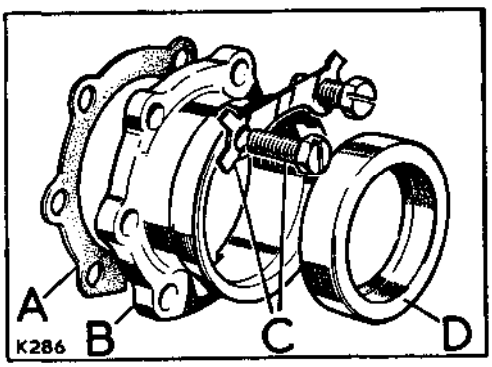

**Fig. E1-66. Oil seal retainer**
4. Place the flange end roller bearing and distance washer on to the pinion shaft. See Fig. E1-66.